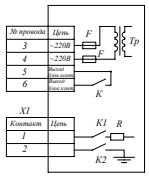

Рис. 2
8.6 Схема электрического подсоединения УЗА показана на рис.2.